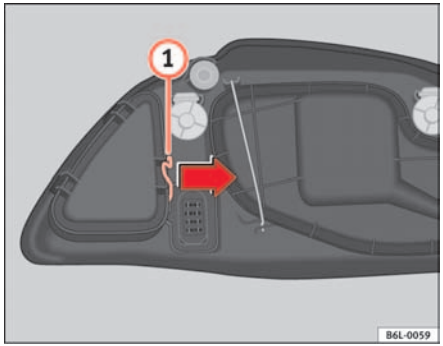

Fig. 148 Indicator lights
– Remove the loops (1) ⇒ fig. 148 in the direction of the arrow and remove the cover.